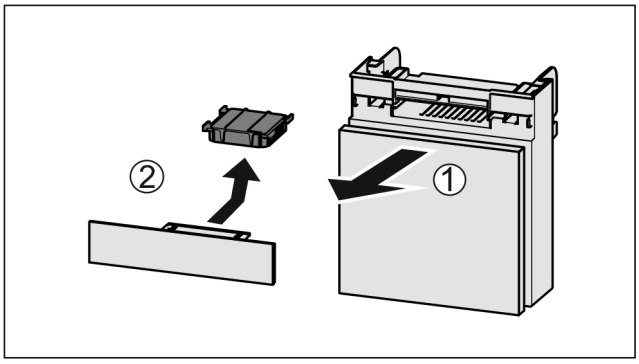

Fig. 166
▶ Extrageți *Fig. 166 (1)* compartimentul către înainte.
▶ Scoateți *Fig. 166 (2)* filtrul de cărbune activ.